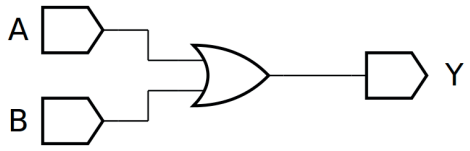
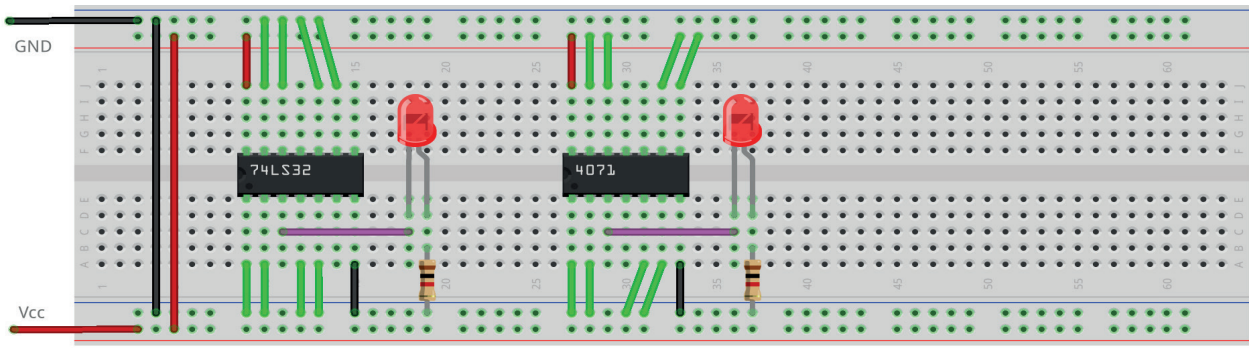

Figura 4.1 – Diagrama esquemático.
Figura 4.3 – Placa de montagem com componentes.
1. Monte o circuito da figura 4.1, conforme mostrado na figura 4.3, na placa de montagem.
9. Simule o circuito da figura 4.1 em um software de simulação para computador (SmartSim, Atanua ou Qucs) e compare com a tabela 4.1.